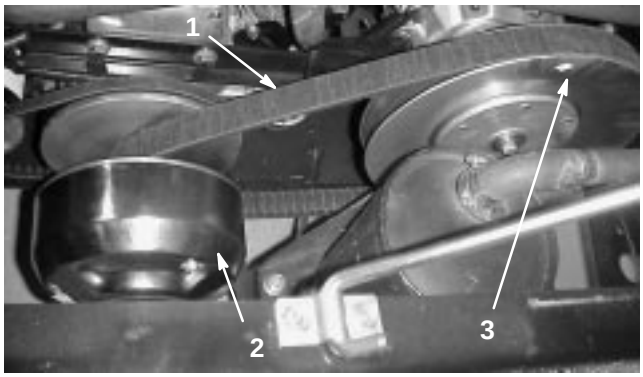

Figur 36
1. Vrid och dra remmen över sekundärkopplingen (figur 36).
2. Ta bort remmen från primärkopplingen (figur 36).